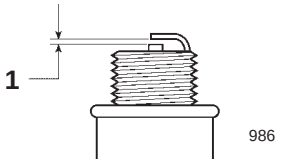

Figur 19
4. Ställ in gapet på det nya tändstiftet till 0,76 mm (figur 19).